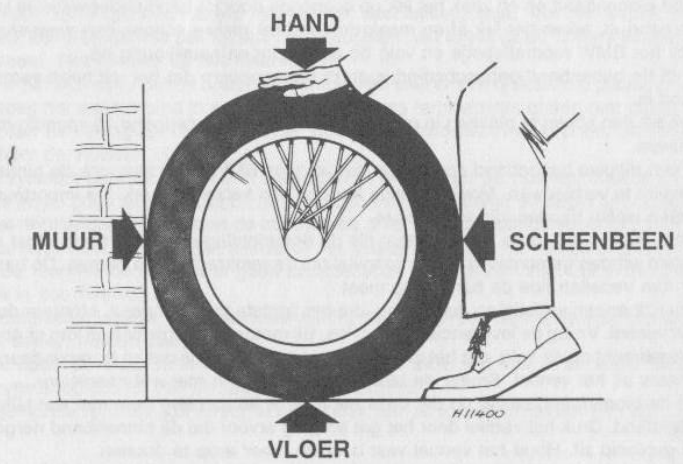

FIG. 8.19 MANIER OM TUBELESS BANDEN OP TE POMPEN
10. Smeer de hielen en het velgbed vlak voor het oppompen in met een bandenglijmiddel. Het zal moeilijk zijn om er snel genoeg veel lucht in te blazen. Probeer een klem om de buitenband aan te brengen, die zo strak zit dat de hielen naar buiten worden gedrukt. Een andere methode is afgebeeld in fig.8.19. Zorg in ieder geval voor ruim voldoende lucht.